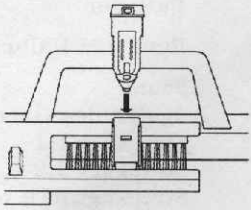

Fig. 5
5) Das Nüsschen in seinen Halter vorn am Schloss einsetzen (Fig. 5).